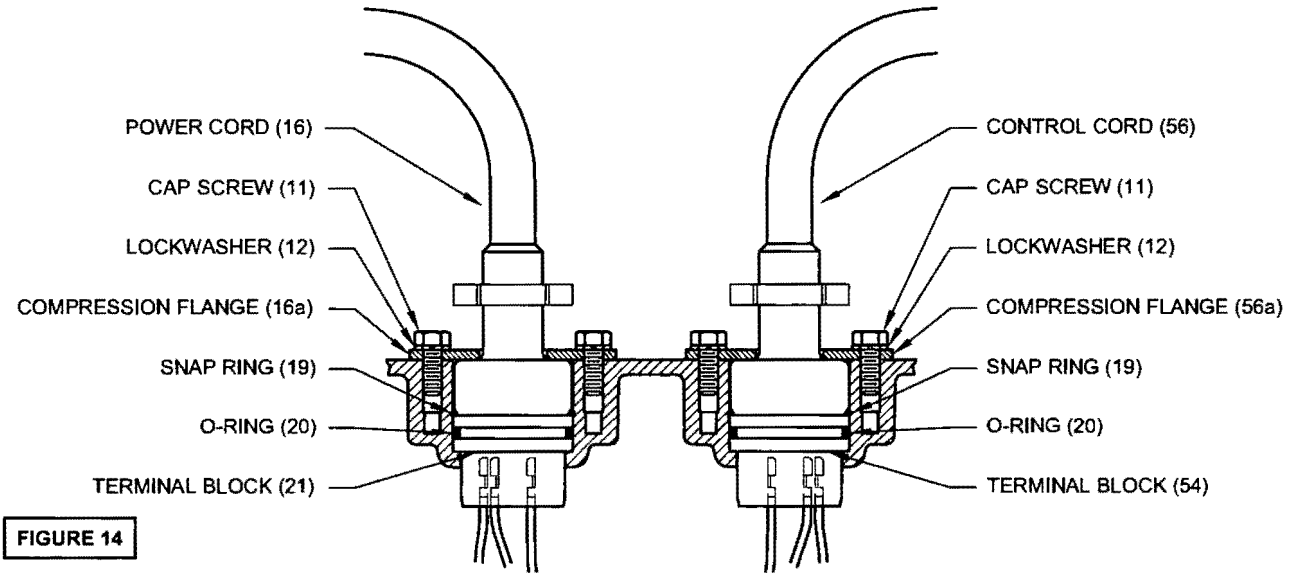

FIGURE 14
Check power cables (16) and control cable (56, if used), for cracks or damage and replace if required (see Figure 14) Make internal wiring connections which are independent of the terminal block as shown, using connectors (48) and wire assemblies (49) and (63) as required. Do not use wire nuts. Slip motor leads and groud wire through fiberglass sleeve. Lower motor housing (6) down onto seal plate (5) while aligning holes and stringing motor leads through the cable entry bore(s). (Slipping cords inside a 1 ft length of .5" conduit makes this easier). Place socket head cap screws (47) through seal plate (5) into motor housing (6) and torque to 60 in-lbs.